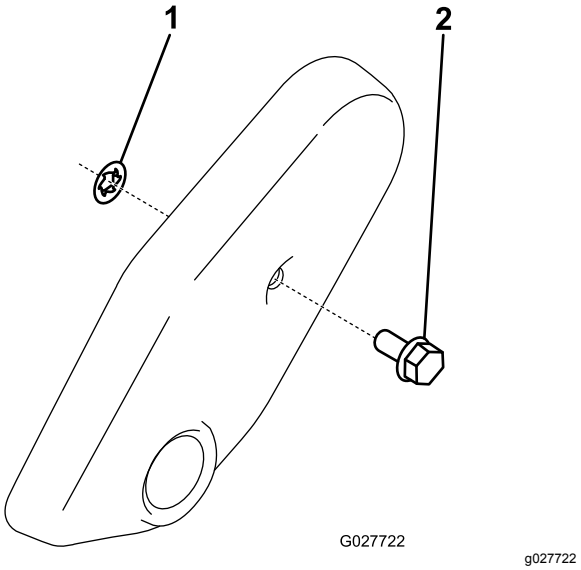

Figur 7
2. Sæt trykmøtrikken fast på remskærmens prop (Figur 7).